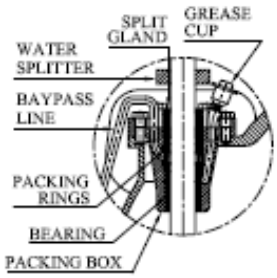
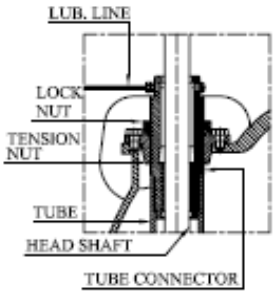

Figure 7-1
Figure 8
1. If the stuffing box (See Figure 7-1 or 7-2) or tension nut (See Figure 8) is assembled to the head, remove it and all the attached piping.
Assemble stuffing box as shown in Figure 7-1 and 7-2. (two types refers to grease lubrication and self lube teflon application). Mechanical seal application is possible for this installation use the guides sent as specially for this purpose.